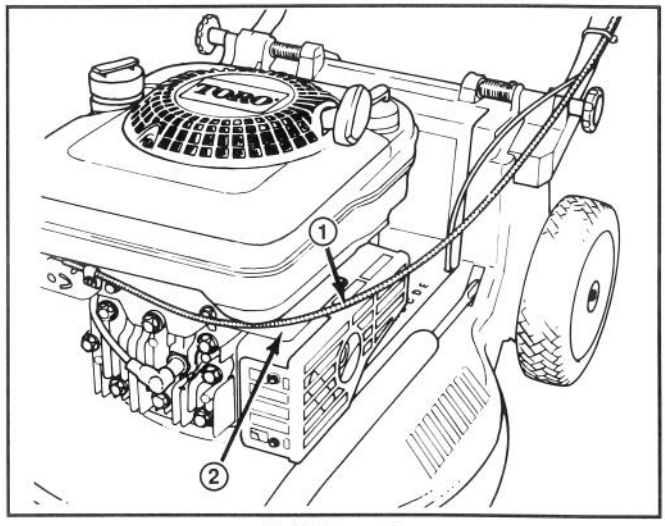

Abbildung 3
6. Das Gaszugkabel über die Auspuff-Abdeckplatte verlegen (Fig. 3).